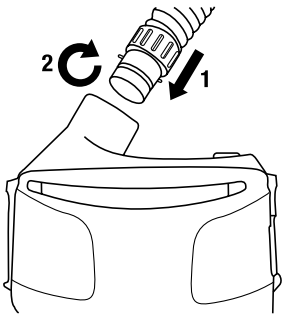

Fig. 8 Cómo instalar el tubo de respiración
1. Inserte el extremo del tubo de respiración con el cierre de bayoneta (dos puntas pequeñas) en las ranuras paralelas en la salida de aire del motor/soplador (Fig. 8).